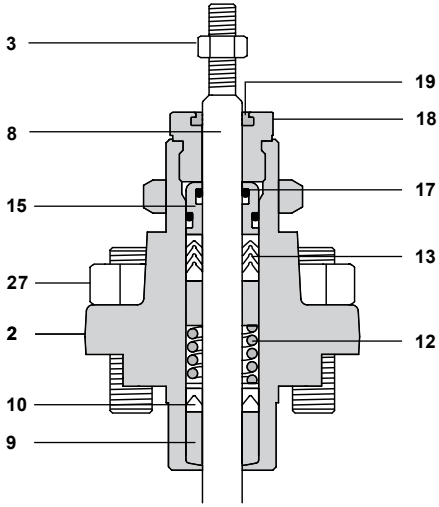

Fig. 9
4.4 Replacement of PTFE gland packings (reference Figure 9)